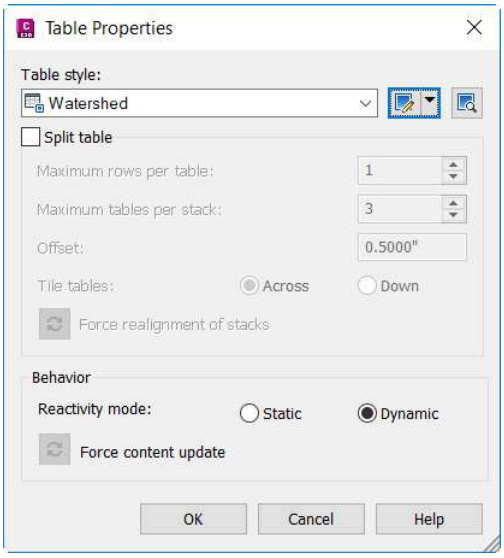

Figure 4-44 *The* ***Table Properties*** *dialog box*
9. Again, select the **Watersheds Table** and right-click; a shortcut menu is displayed. Choose the **Table Properties** option from the shortcut menu; the **Table Properties** dialog box is displayed, as shown in Figure 4-44.